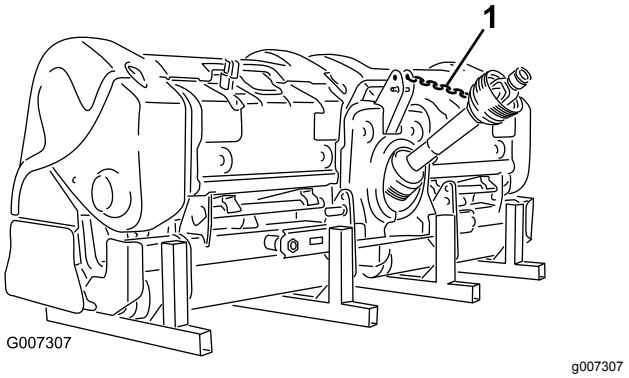

Figur 45
12. Kobl kraftudtagets tandhjul til kraftudtagets afskærmning for at forhindre kraftudtagsakslen i at berøre jorden (Figur 45).